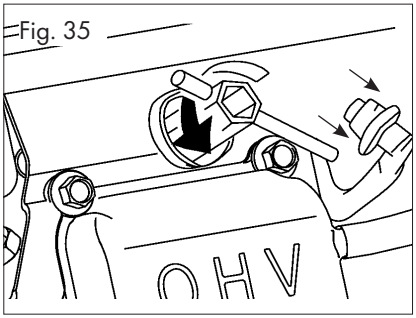

Fig. 35
- Allentare la candela di accensione con la chiave per candele, Fig. 35.